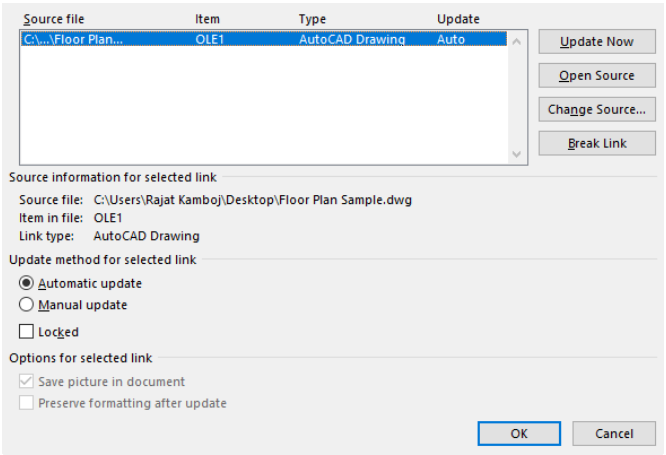

Figure 21-25 *The* ***Links*** *dialog box*
7. You will notice that the drawing is automatically updated, and the changes made in the source drawing are present in the destination drawing also. If the drawing is not updated automatically, right-click on the drawing and then choose the **Update Link** option from the shortcut menu displayed. Automatic updating is possible if the **Automatic** radio button is selected in the **Links** dialog box, refer to Figure 21-25. The **Links** dialog box can be invoked by choosing **Linked AutoCAD Drawing Object > Links** from the shortcut menu displayed on right clicking on the drawing in the Word application.